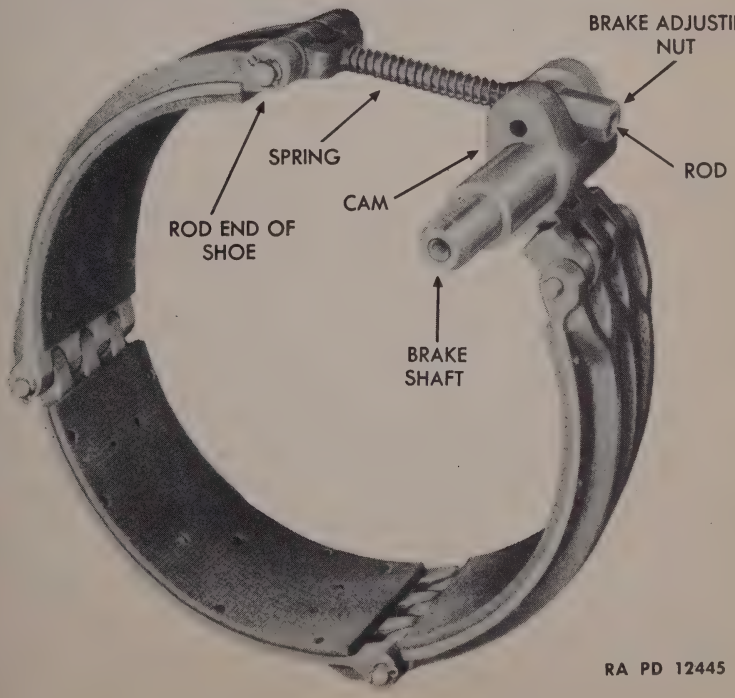

Figure 88—Detail of Brake Band
a. Description (fig. 88). The controlled differential, which incorporates the device for steering the tank, contains two "halves", each of which is separately controlled by a brake drum and brake shoe. When one brake is applied, one-half of the differential slows down while the other half speeds up. By this means, the vehicle is steered. It is impossible to lock one final drive sprocket as long as the other sprocket is in motion. The vehicle will stop only with both the brake bands contracted.